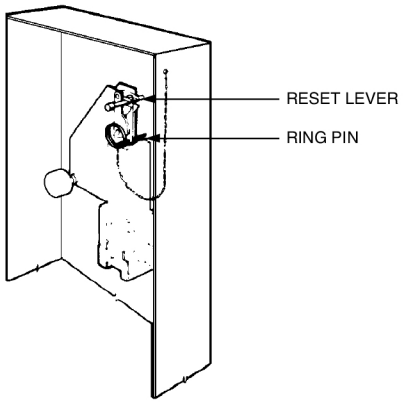

FIGURE 1
1. Make certain ring pin is in place in ANSUL AUTOMAN II-C release mechanism. See Figure 1.
9. With release mechanism cocked, install ring pin. See Figure 1.